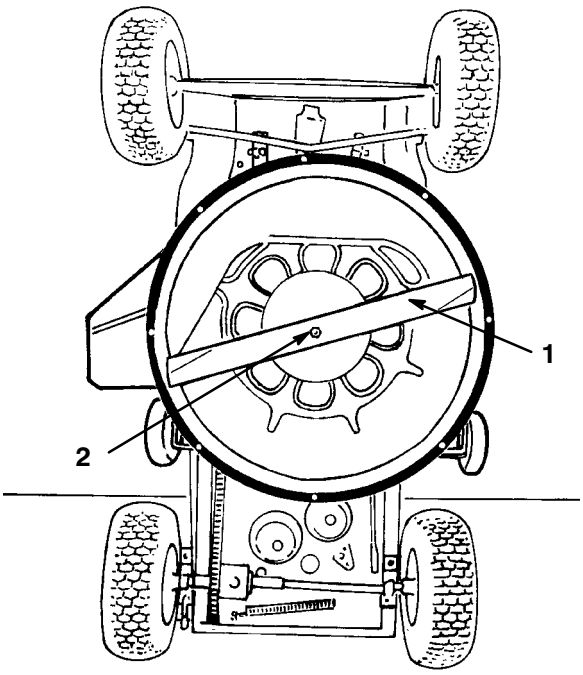

Bild 23
6. Halten Sie das Ende des Messers mit einem stark wattierten Handschuh oder wickeln Sie einen Lappen um es herum. Entfernen Sie die Messerschraube, Scheibe und das Schnittmesser (Bild 23). Sie können einen Holzklotz zwischen das Schnittmesser und das Schneidwerk keilen, um das Schnittmesser beim Entfernen der Schraube zu blockieren.
1. Bringen Sie Schnittmesser, die Scheibe und die Messerschraube an (Bild 23).